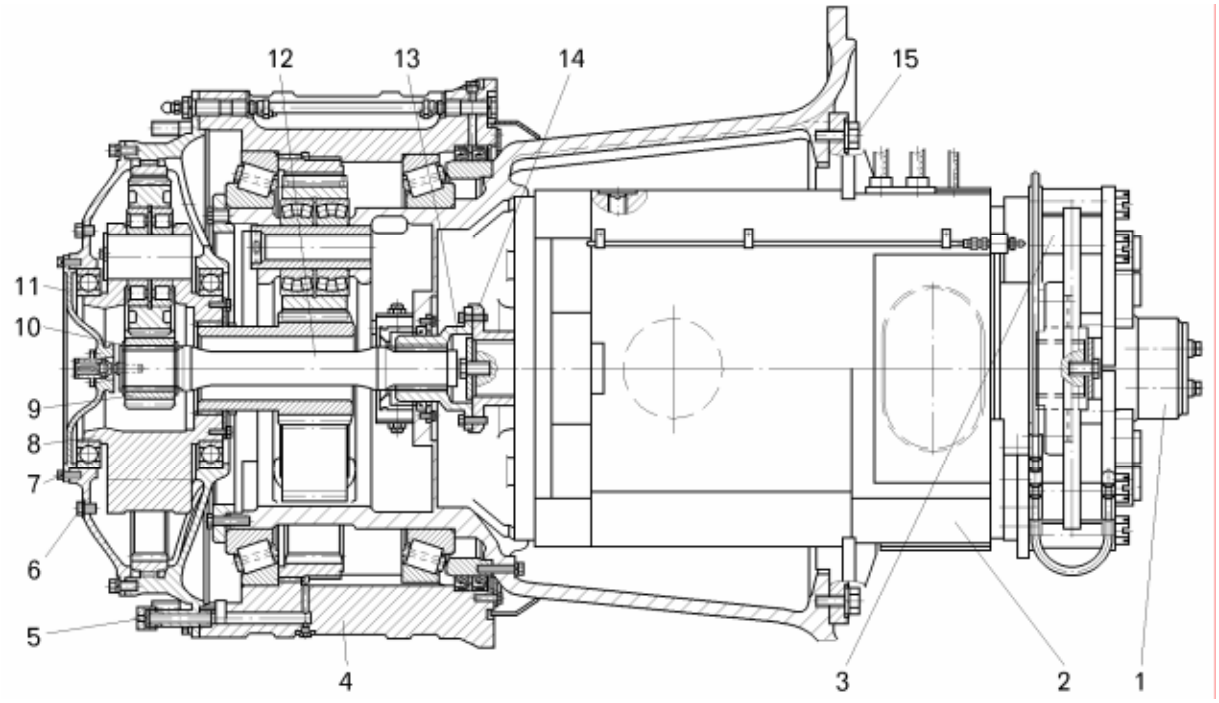

Рисунок 7.1 – Электромотор-колесо:
Электромотор-колесо крепится к картеру заднего моста и включает тяговый электродвигатель 2 (рисунок 7.1), редуктор 8 со ступицей заднего колеса 4, тормозные механизмы рабочей 3 и стояночной 1 тормозных систем и индукционный датчик ограничения скорости.
– повернуть ступицу редуктора, чтобы пробка сливного отверстия 5 (смотри рисунок 7.1) была внизу, отвернуть ее и слить масло;